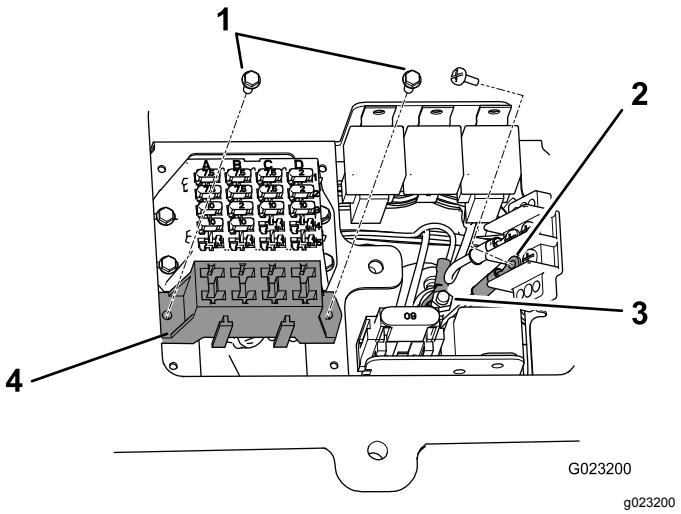

Figuur 25
3. Plaats de zekeringhouder van de kabelboom naast de bestaande zekeringhouder met de 2 zelftappende schroeven (nr. 8 x ½") die bij de kabelboom werden geleverd (Figuur 25).
4. Koppel de kleine ringaansluiting van de kabelboom aan op een van de schroeven van het aardaansluitingenblok (Figuur 25).
5. Koppel de grote ringaansluiting van de kabelboom aan op de bout van de verbindingsdoos (Figuur 25).